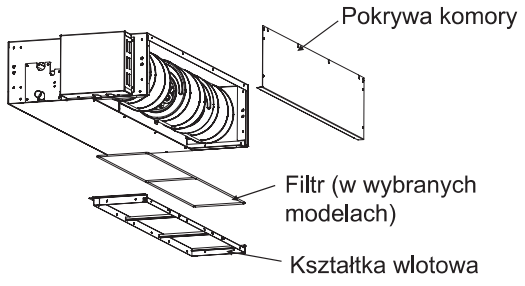

Rys. 3.1.4
(2) Zamocuj zdjętą pokrywę komory w położeniu pokazanym na rys. 3.1.4, zamocuj zdjętą kształtkę wlotową w położeniu pokazanym na rys. 3.1.4.